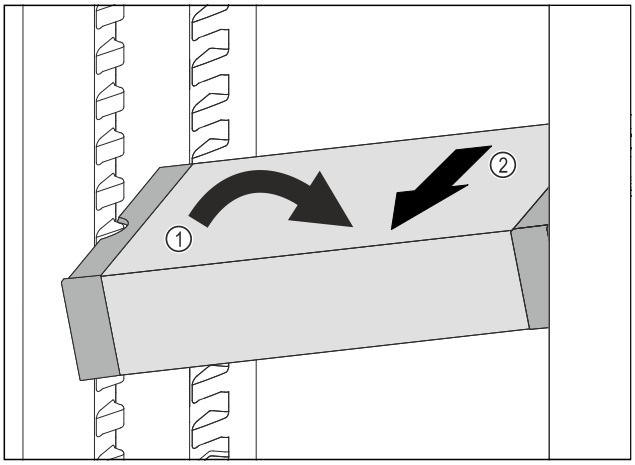

Fig. 139
▶ VarioSafe im Kühlteil schräg stellen. *Fig. 139 (1)*
▶ VarioSafe nach vorne entnehmen. *Fig. 139 (2)*